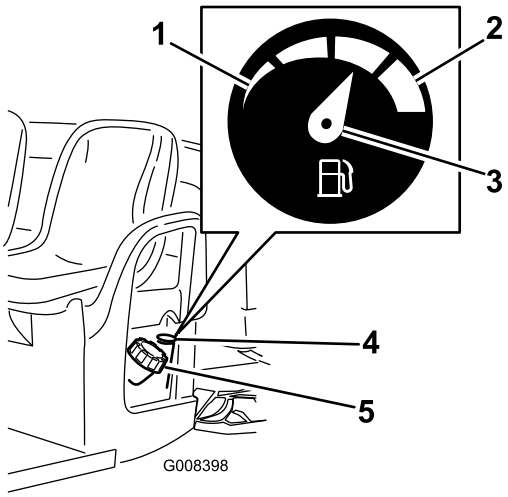

Figura 19
2. Limpie la zona alrededor del tapón del depósito de combustible (Figura 19).